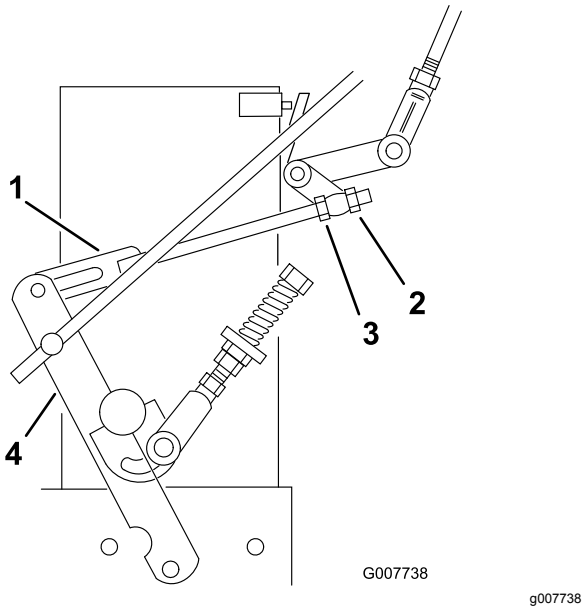

**Figur 36**
8. Lossa den främre justermuttern på den vänstra hydraulreglagelänken enligt Figur 36.
9. Vrid den vänstra bakre justermuttern moturs tills hjulet börjar rotera framåt (Figur 36).
10. Vrid den bakre justermuttern medurs ett kvarts varv i taget. För sedan växelväljarspaken framåt och tillbaka till NEUTRALLÄGET. Upprepa detta tills det vänstra hjulet slutar rotera framåt (Figur 36).